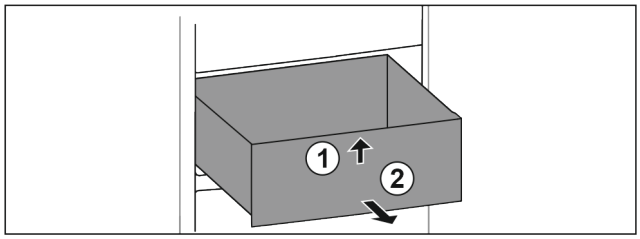

Fig. 138
▶ Schubfach vorne anheben. *Fig. 138 (1)*
▶ Schubfach nach vorne entnehmen. *Fig. 138 (2)*